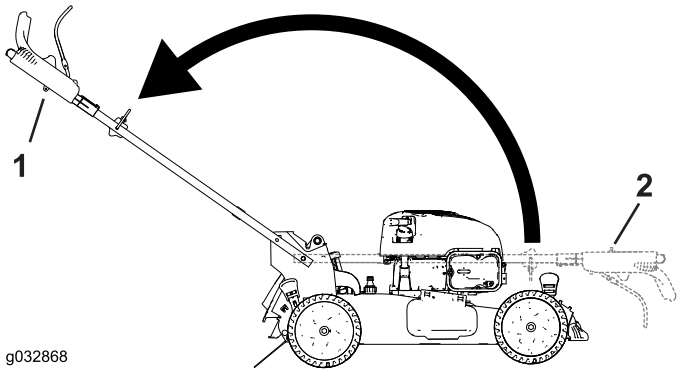

Rysunek 5
3. Rozłóż uchwyt do pozycji roboczej, obracając go do tyłu (Rysunek 5).